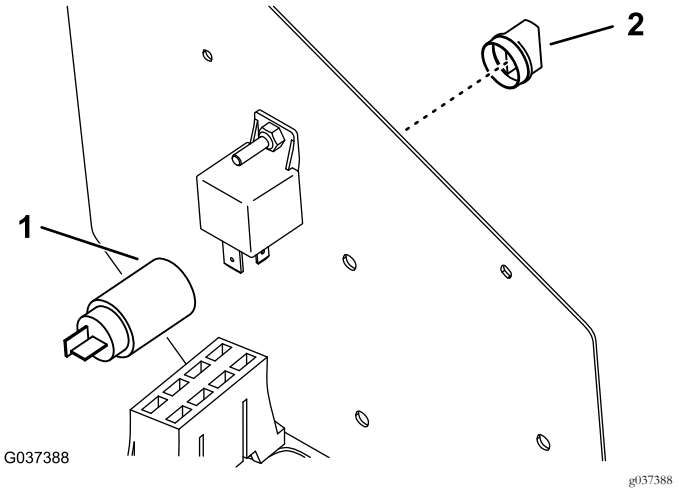

Figur 11
7. Fjern udtrykningsproppen fra siden af kontrolpanelet (Figur 11).